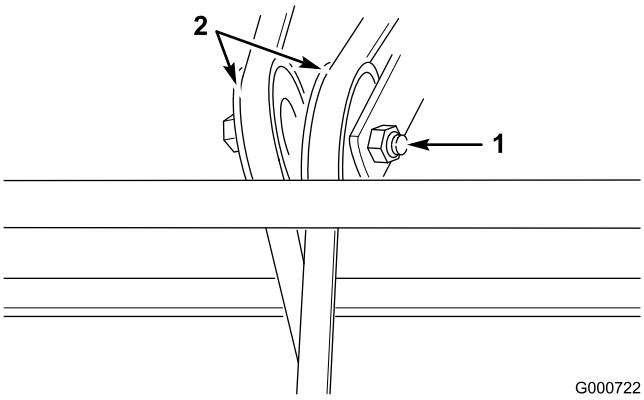

Figur 32
2. Løsn møtrikken, og skub til remskiven, indtil remmen har den rette stramhed (Figur 32).
4. Klip den gamle rem over, og fjern den (Figur 32).
5. Løsn justermøtrikkerne på remskiverne til remstramning (Figur 32).